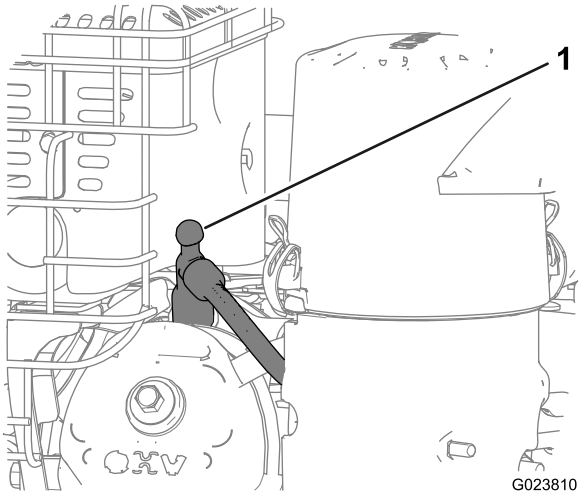

Rysunek 19
3. Odłącz kabel od świecy zapłonowej i zamocuj go z dala od świecy, aby zapobiec przypadkowemu uruchomieniu silnika (Rysunek 19).